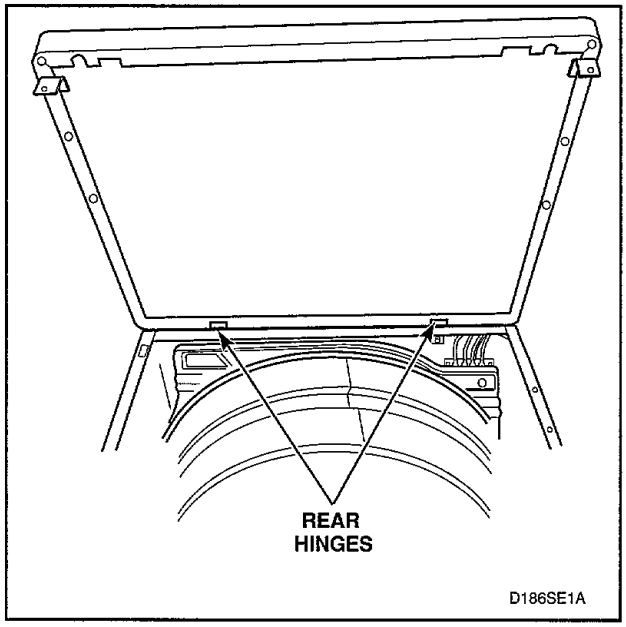

Figure 16
f. Lift cabinet top to a vertical position by hinging it on the rear hinges, *Figure 16.*